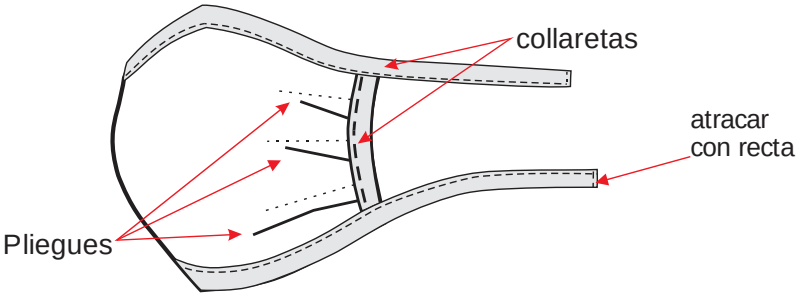

Figura 6
4.3.1.2 Para el modelo 3.1.2. se sugiere costuras interiores: para formar los tres pliegues de 1 cm de profundidad a cada lado de la mascarilla se hará un pespunte a 3 mm del borde con costura recta (puntada 301); con costura de recubierto (puntada 401) para el pegado de collareta en los bordes laterales (izquierdo y derecho) y en los borde superior e inferior de las mascarilla (incluye la longitud requerida para la tirilla de amarre, las medidas en la tabla 2) y costura recta (puntada 301) en los atraques en las puntas de tirillas. Ver figura 6.